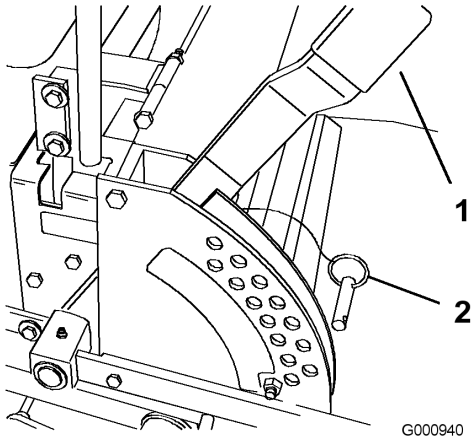

Figure 16
1. Relevez le levier de sélection de hauteur de coupe en position de transport (qui correspond aussi à la hauteur de coupe de 127 mm [5 pouces]) (Figure 16).
2. Pour changer de hauteur de coupe, retirez l'axe de chape du support de hauteur de coupe (Figure 16).
3. Placez l'axe de chape dans le trou du support correspondant à la hauteur de coupe voulue (Figure 16).